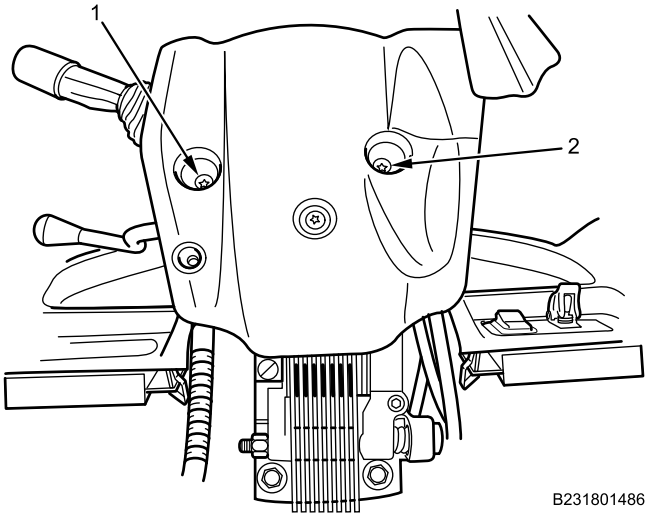

Figure 1. Steering Column Cover Upper Section Screws.
1. Remove two steering column cover torx screws (Figure 1, Item 1 and 2) from steering column cover lower section.